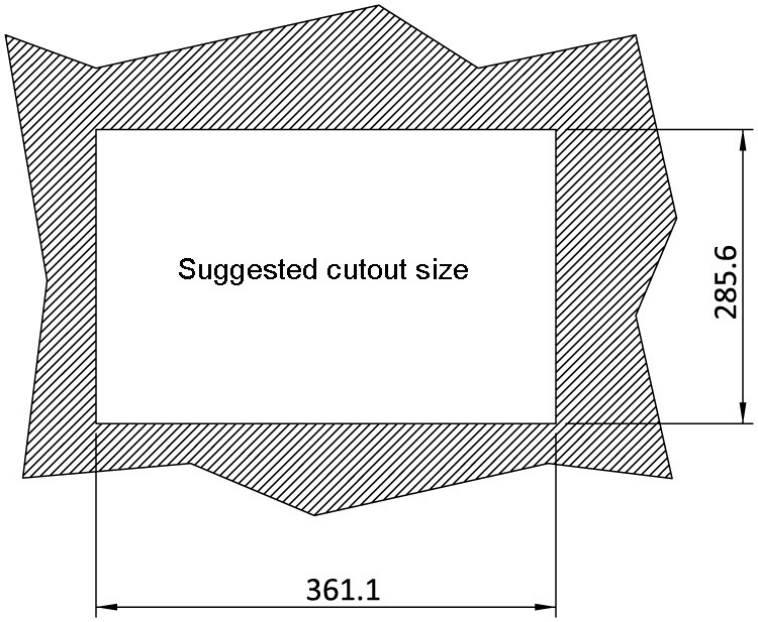
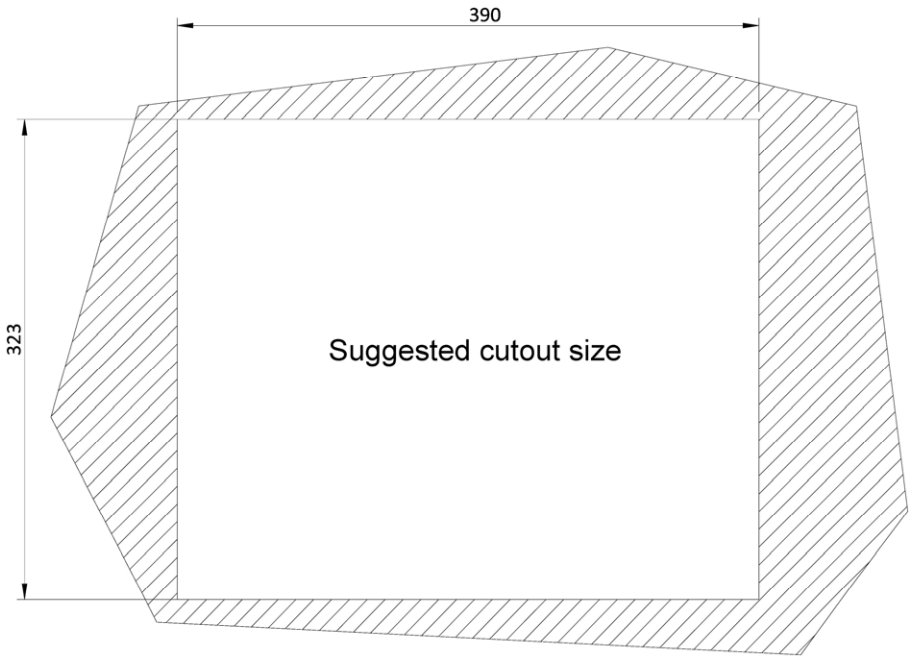
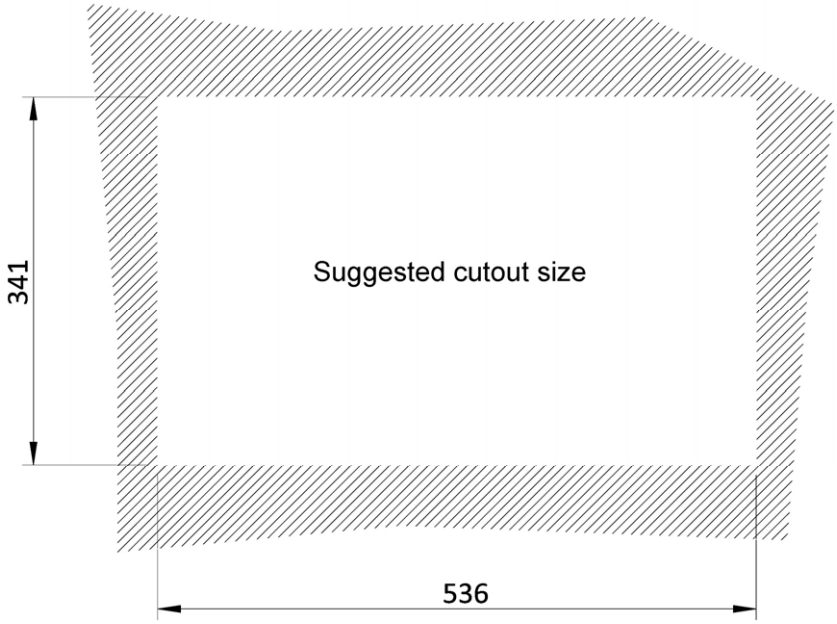
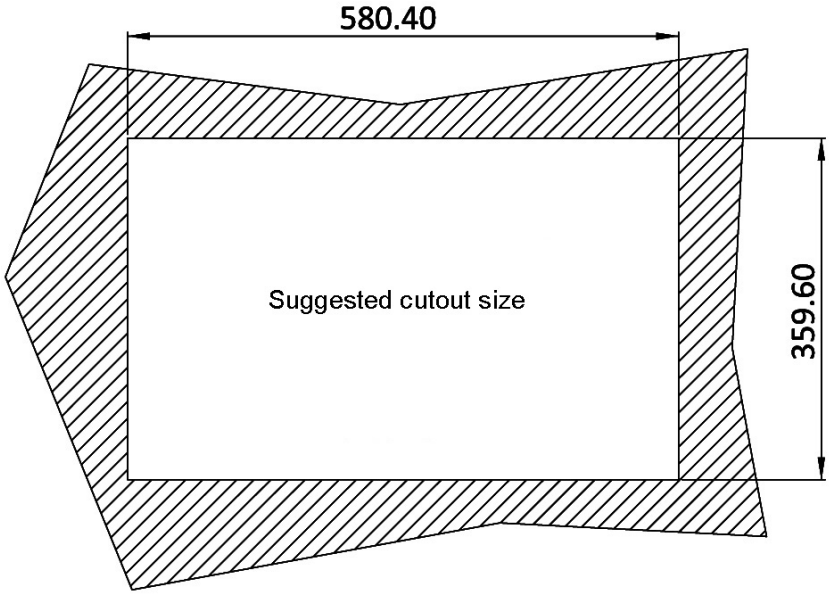

Figure 3-30: PPC-F15A-H81 Panel Cutout Dimensions
Figure 3-31: PPC-F17A-H81 Panel Cutout Dimensions
Figure 3-32: PPC-F22A-H81 Panel Cutout Dimensions
Figure 3-33: PPC-F24A-H81 Panel Cutout Dimensions
Step 15: Cut out a section of the panel that corresponds to the rear panel dimensions of the PPC-FxxA-H81. The recommended cutout sizes are shown below (**Figure 3-30**, **Figure 3-31**, **Figure 3-32** and **Figure 3-33**).